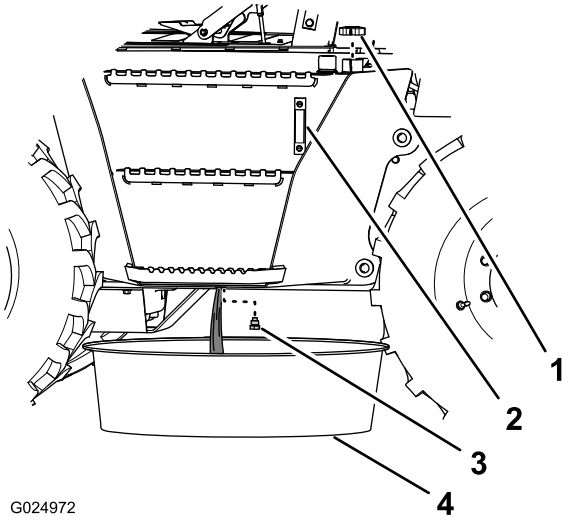

Rysunek 107
6. Pod korkiem spustowym zbiornika hydraulicznego umieść pojemnik o pojemności przynajmniej 190 l (Rysunek 107).
7. Odkręć korek spustowy ze zbiornika hydraulicznego (znajdujący się pod tym zbiornikiem) i spuść płyn (Rysunek 107).
9. Załóż korek spustowy (Rysunek 107).